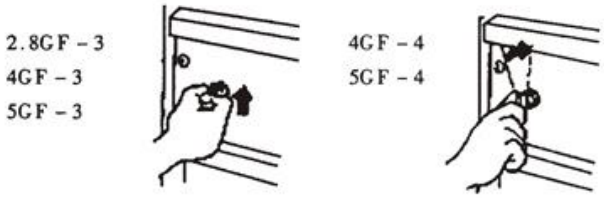

Рис. 24
4.5 Включіть перемикач запалювання (Рис. 24)